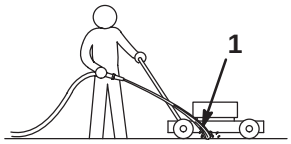

Bild 17
4. Halten Sie den Wasserschlauch auf Griffhöhe und lenken Sie den Wasserstrahl unmittelbar vor dem **rechten hinteren** Rad (Bild 17) auf den Boden.